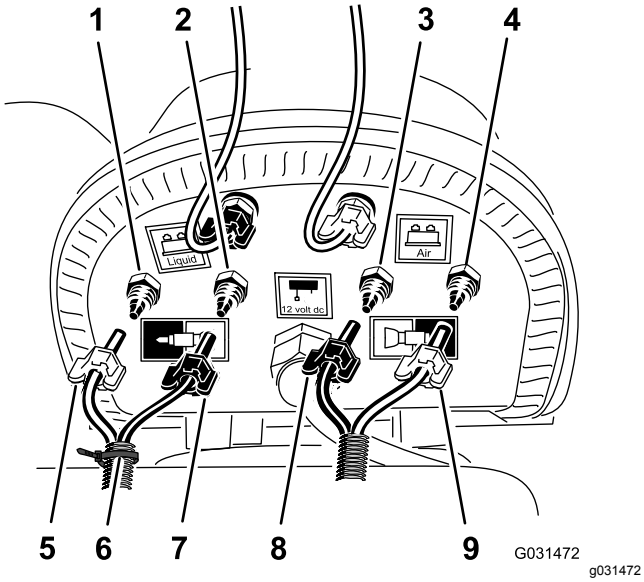

Figur 23
1. Ved kompressorens koblingspanel for skummarkørsettet fester du et kabelfeste rundt de gjennomsiktige og blå rørene for høyre bomseksjon (Figur 23).
2. Løsne kompresjonsmutrene for de to gjennomsiktige og de to blå slangene for skumdysene på venstre og høyre bomseksjonene (Figur 23).
3. Fjern de fire rørene fra kompresjonskoblingene for bomseksjonene (Figur 23).